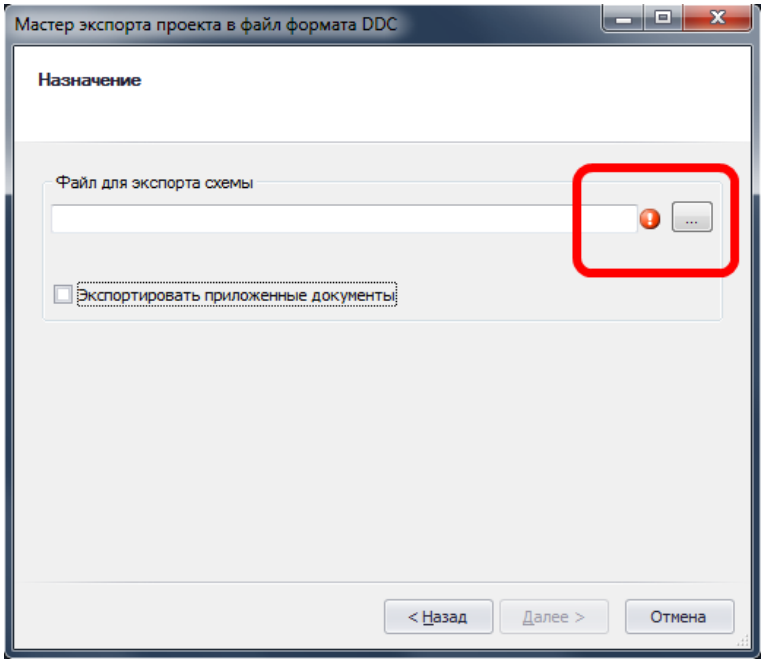

Рис. 374. Выбор файла для экспорта
2. В отобразившемся окне мастера нажмите кнопку ... - «Выбор», отмеченную на Рис. 374 для выбора места сохранения экспортируемого файла проекта. Выбор осуществляется с помощью стандартного механизма операционной системы.